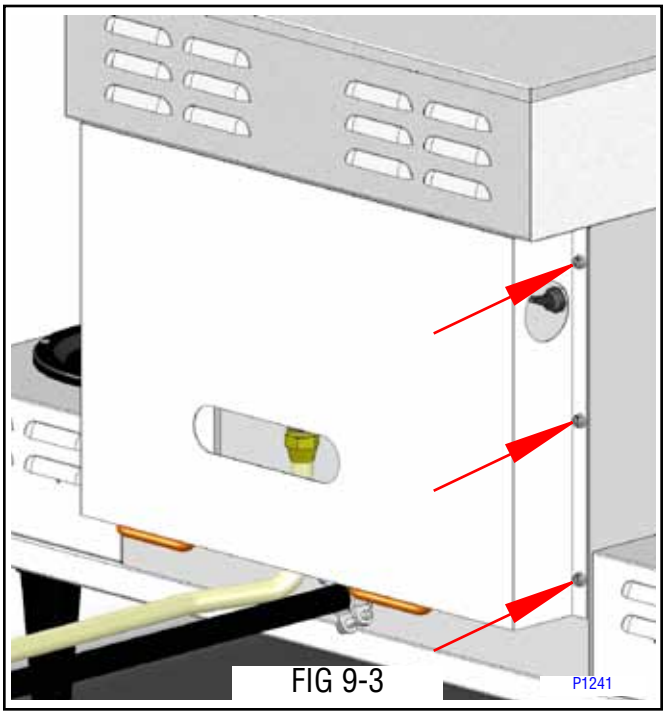

FIG 9-3
5. Re-install rear utility cover. FIG 9-3